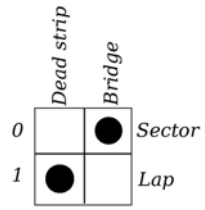

Figure 34: Ds bridge sector sensor, dead strip lap counter sensor.
In order that the *Track Interface* interprets the DS bridge as sector sensor and the dead strip as lap counter sensor, the double switch (5) must be set as shown in figure 34.